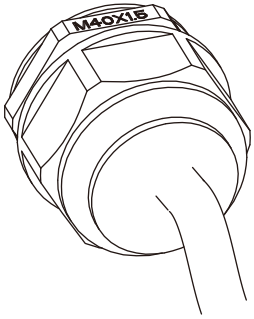

Figura 5.11 Aperte a caixa de junção CA
3)Aparafuse a tampa da conexão CA de volta à carcaça e aperte todos os parafusos para apertar o conector de proteção à prova d'água, conforme mostrado na Figura 5.11